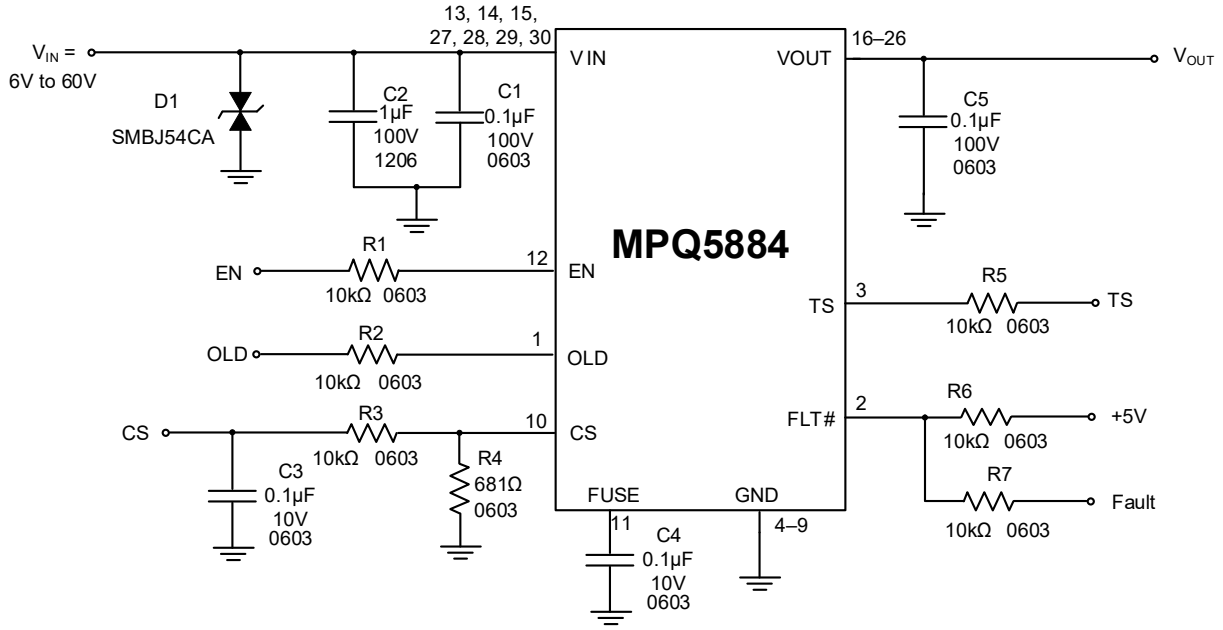

Figure 15: Typical Application Circuit
11) The recommended PCB layout is based on the circuit in Figure 15 on page 27.